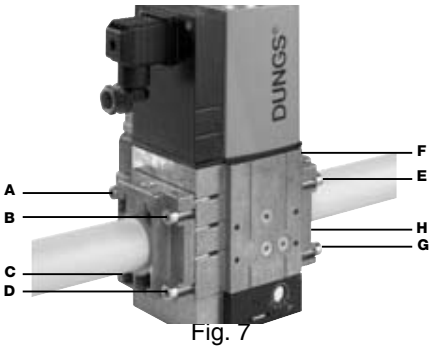

Fig. 7
2. colocar el aparato MBC...SE y prestar especial atención a las juntas tóricas (O-rings - Fig. 7);